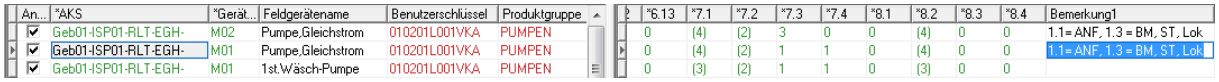

Bild 23.17 – Ergänzen des Bemerkungstextes
- Kopieren Sie den Text von *Bemerkung1* von der ersten Zeile in die aktuelle Zeile. Da auch hier eine Anforderung in Spalte 1.1 vorhanden ist, ist er korrekt (Abb. 23.17).